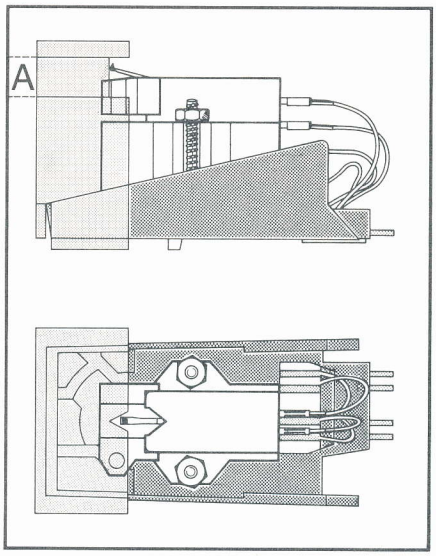

Fig. 14
3. La cellule est correctement montée lorsque la pointe de lecture se trouve dans l'encoche du gabarit et à l'intérieur de la zone (A) dans le plan vertical (fig. 14).